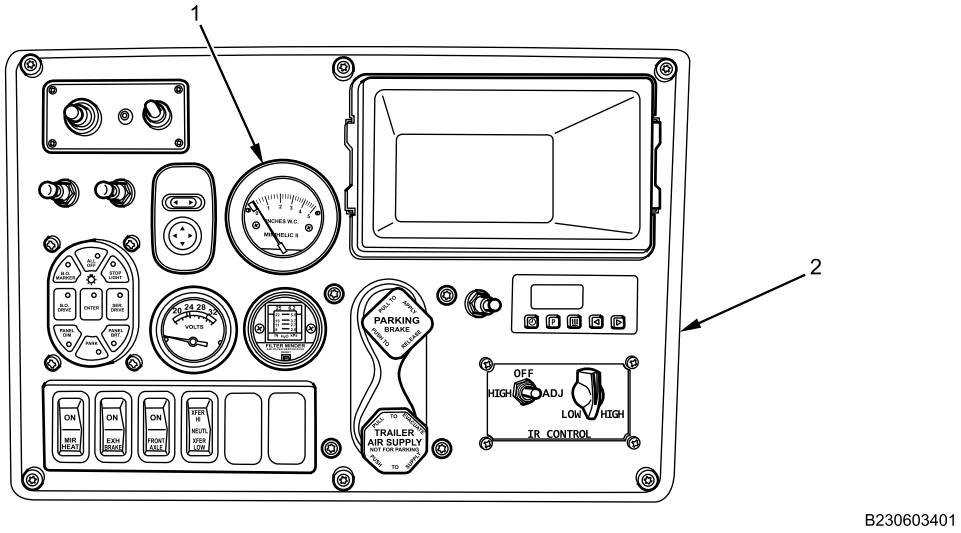

Figure 3. NBC Gauge Front.
1. Position NBC gauge (Figure 3, Item 1) on IP center trim panel (Figure 3, Item 2).